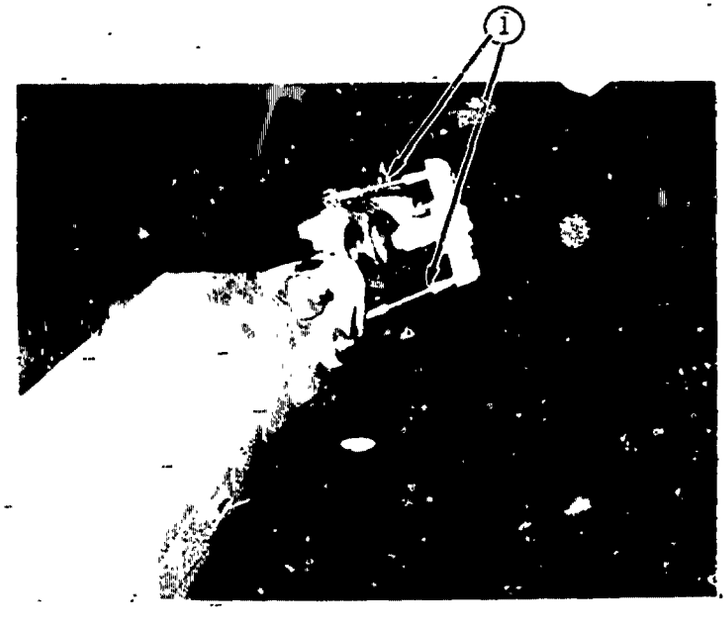

Figure 2
Step 2. (Figure 2) Two PITCH CHANGE LINKS (1) are shown, one for each blade. You need only misadjust one blade.